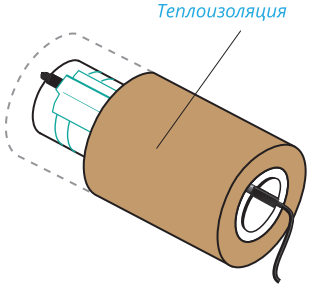

Рис. 4
4. Смонтируйте теплоизоляцию на трубу, при этом силовой кабель должен остаться снаружи (Рис. 4).